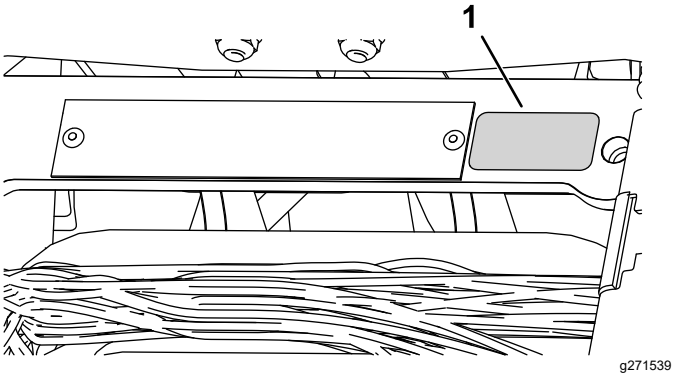

**Rysunek 12**
- W pobliżu tabliczki znamionowej zamocuj tabliczkę z rokiem produkcji (Rysunek 12).